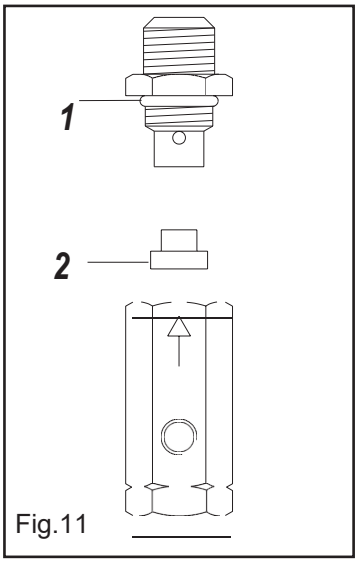

Fig.11
- d) La valvola di non ritorno per- de. Smontare il tubo flessibile per verificare se fuoriesce aria dalla valvola. Se ciò avviene, svitare il tappo della valvola (Fig.11 pos. 1), pulire accurata- mente il tappino in gomma (pos. 2) e la sua sede con un panno asciutto e rimontare il tutto con estrema cura . Nel caso la perdita permanga, sostituire l' inte- ra valvola.
- d) Perte à la valve de non-retour. Démonter le tuyau flexible et vérifier s'il y a des fuites d'air à la valve. En cas de fuites, dévisser la tête de la valve (Fig. 11 pos. 1) et nettoyer soigneusement le bouchon en caoutchouc (pos. 2) et son siège à l'aide d'un chiffon sec; puis remonter correctement le tout en faisant attention. Au cas où la fuite persiste, substituer integralèment la valve.